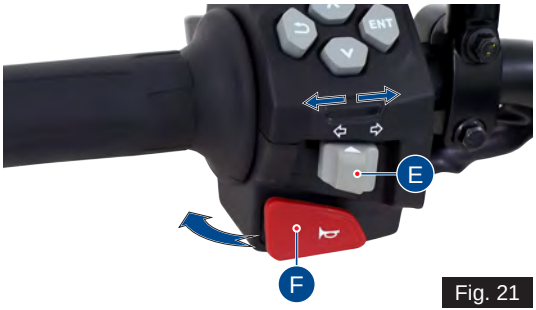

Fig. 21
E) Switch turn signal (ref. Fig. 21)